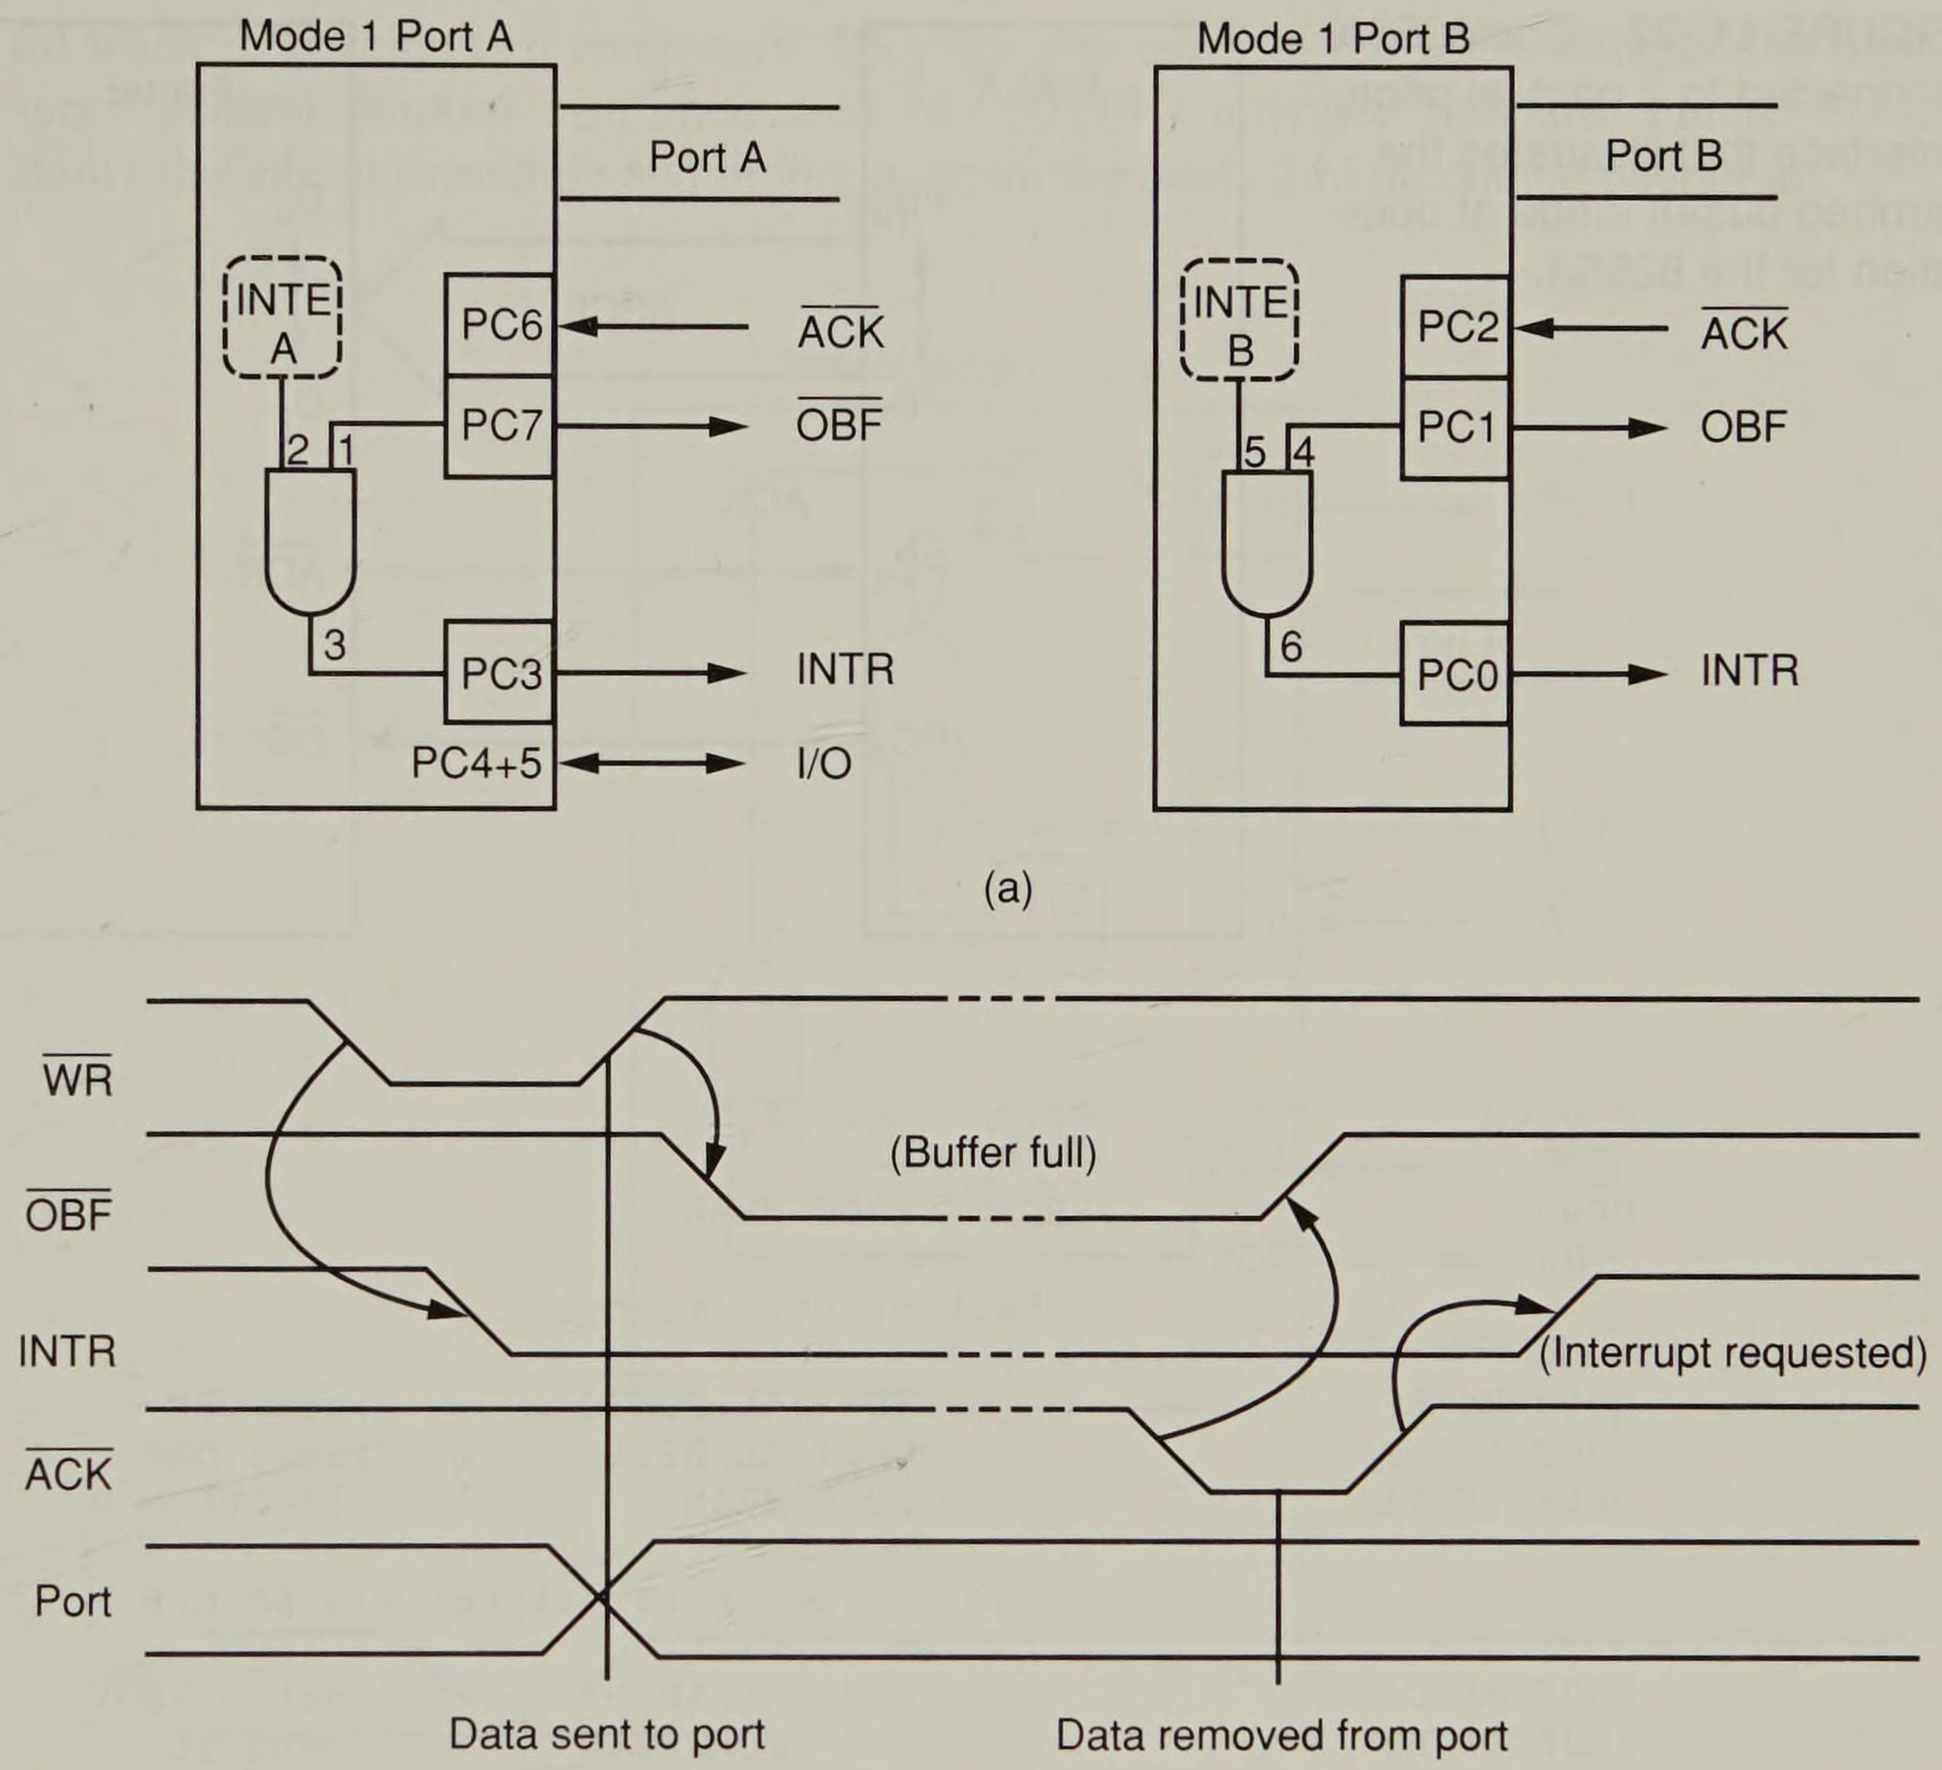

**FIGURE 11–21** Strobed output operation (mode 1) of the 8266A. (a) Internal structure. (b) Timing diagram.
*Strobed Output Example.* The printer interface discussed in Section 11–1 is used here to demonstrate how to achieve strobed output synchronization between the printer and the 8255. Figure 11–22 illustrates port B connected to a parallel printer, with eight data inputs for receiving ASCII-coded data, a $\overline{DS}$ (data strobe) input to strobe data into the printer, and an $\overline{ACK}$ output to acknowledge the receipt of the ASCII character.